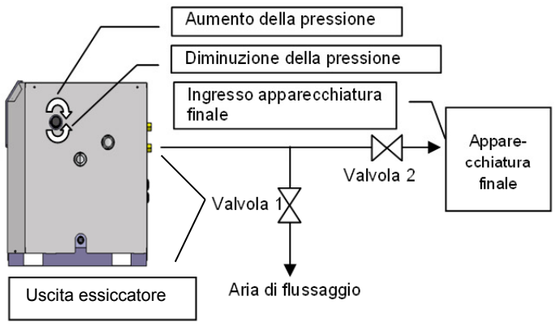

Fig.3 Circuito di esempio
1. Con la valvola 2 (vedi Fig. 3 Circuito di esempio) chiusa, aprire la valvola 1 per eseguire la pulizia della connessione di uscita.